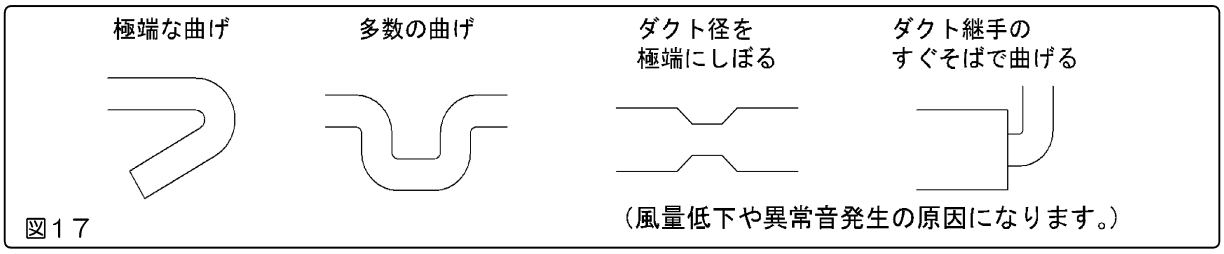

図１７
1. 下図（図１７）のようなダクト工事は行わないでください。